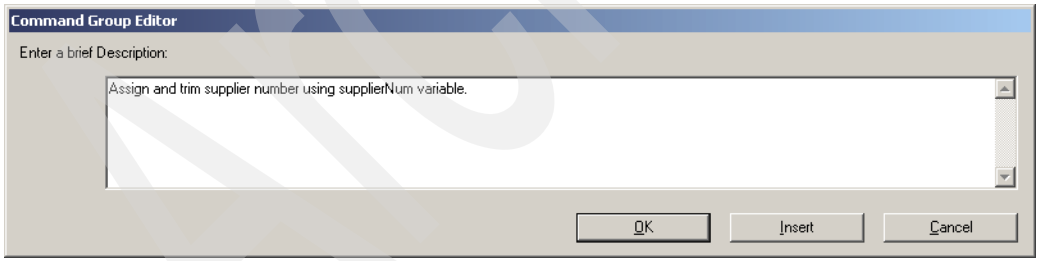

Figure 15-36 Command Group Editor
2. Enter a brief description of the purpose this command group serves in the Command Group Editor (Figure 15-36) for example, `Assign and trim supplier number using supplierNum variable`. Click **OK** to return to the Mapping Command window.